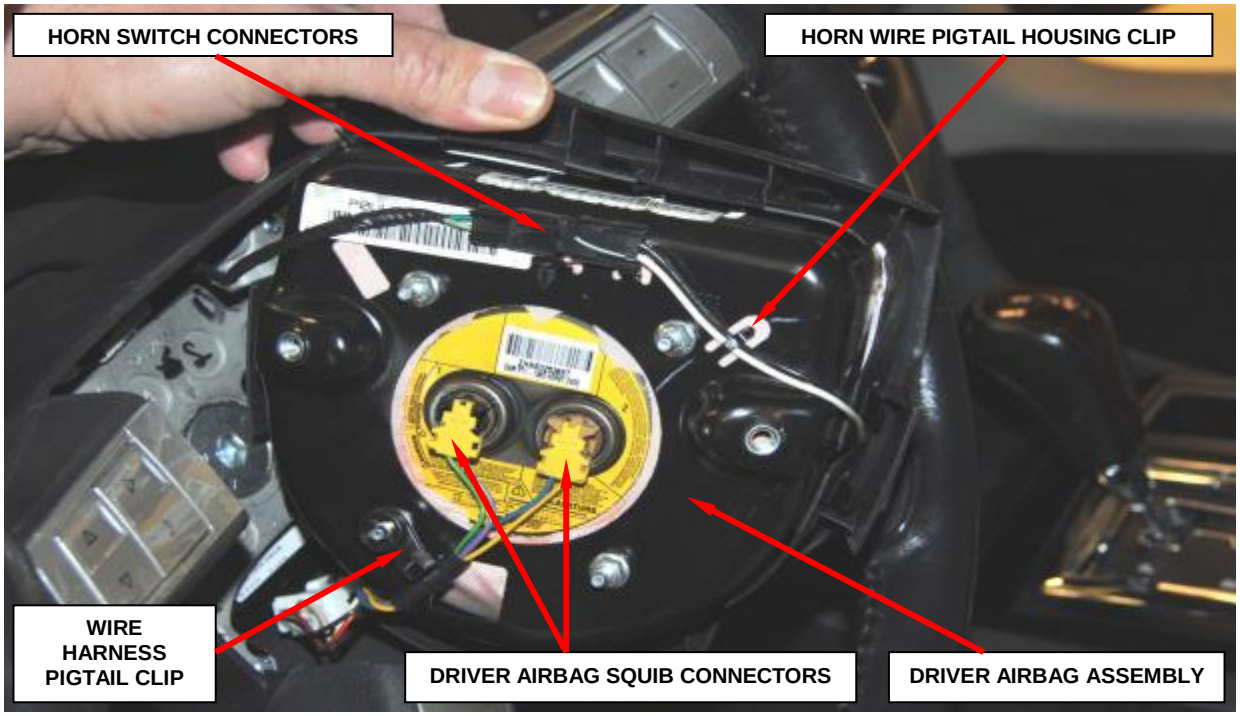

Figure 63 – Electrical Connectors
4. Pull the driver airbag assembly away from the steering wheel far enough to access the three electrical connections on the back of the airbag housing (Figure 63).
5. Disconnect the steering wheel wire harness connector for the horn switch from the horn switch feed pigtail wire connector, which is located on the back of the driver airbag housing (Figure 63).
24. Connect the two driver airbag squib connectors to the airbag inflator connector receptacles by pressing straight in on the connector. Be certain to engage each keyed and color-coded connector to the matching connector receptacle. Be certain that each connector is fully engaged in its receptacle by listening carefully for a distinct, audible click as the connector latches snap into place (Figure 63).
25. Connect the steering wheel wire harness connector for the horn switch to the horn switch connector which is located on the back of the driver airbag housing and clip the wire harness pigtail to the housing (Figure 63).